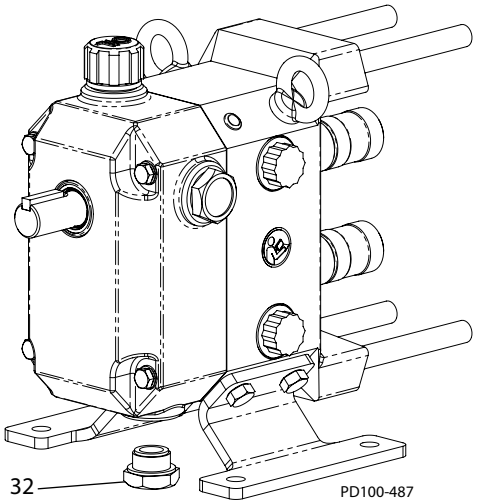

Figura 37 - Rimozione del tappo di scarico olio
1. Rimuovere il tappo di scarico inferiore (Figura 37, articolo 32) e scaricare l'olio in un apposito contenitore. Smaltire l'olio usato secondo i requisiti locali.